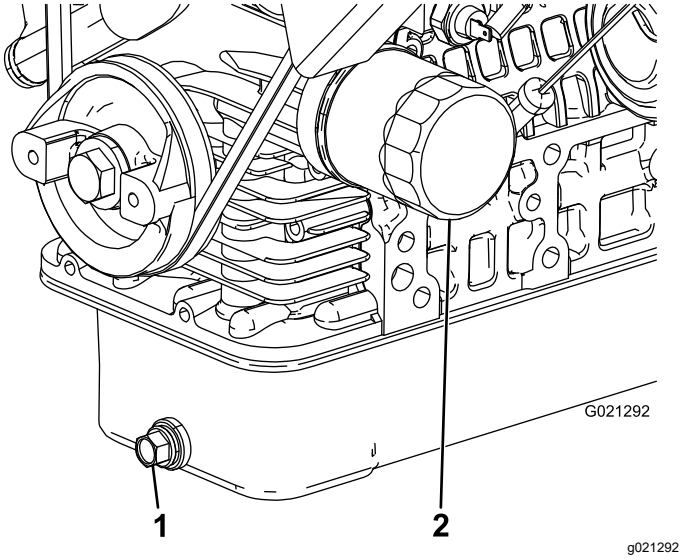

Figur 45
2. Ta bort avtappningspluggen och låt oljan rinna ner i ett avtappningskärl (Figur 45).
4. Avlägsna oljefiltret (Figur 45).